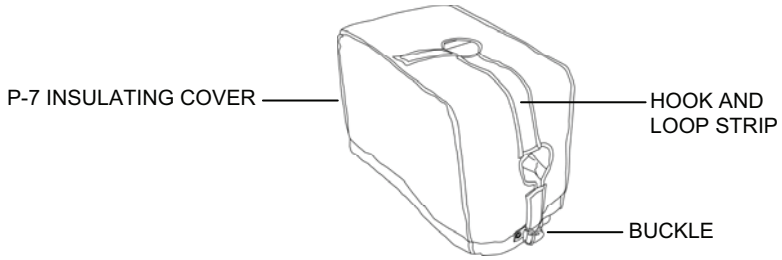

Figure 27. Distribution Pump Skid P-7 Insulating Cover Installation.
6. Install a pump skid insulating cover on Pump Skid P-7 as follows (Figure 27):